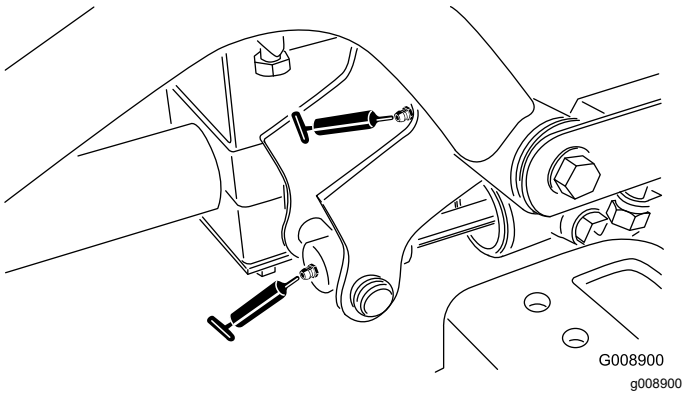

Rysunek 51
- Oś i siłownik przedniego prawego ramienia podnoszącego (2) (Rysunek 51)